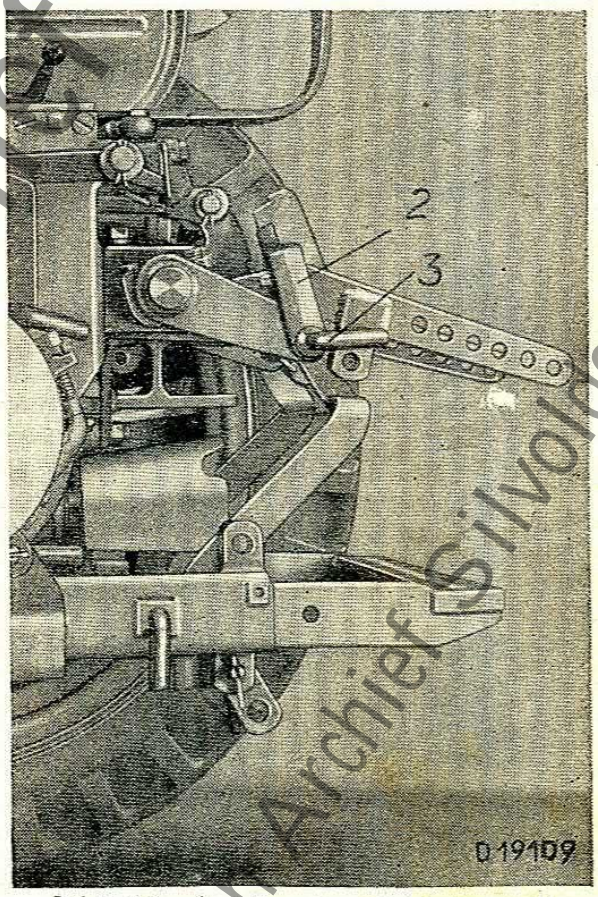

Bild 13. Anhängevorrichtung mit Hebelwelle verbunden, Schlepphebel mit Hebelwelle gekoppelt.
Für Geräte, die in die Erde hineingedrückt werden sollen (z. B. Hackgerät) werden die Schlepphebel durch je eine Sperrlasche 2 (Bild 13) auf beiden Seiten mit der Hebelwelle verriegelt, so daß sie sich nur gemeinsam mit dieser bewegen können. Die Laschen werden so eingesetzt, daß sie die Schlepphebel umgreifen, dann werden sie durch Steckbolzen 3 mit den Hebeln auf der Welle verbunden. Das jetzt unnötige Einklinken der Schlepphebel in die Auslösehebel wird durch die Nase auf den Laschen verhindert. Soll diese Verbindung wieder gelöst werden, so daß die Bewegung der Hebelwelle und Schlepphebel unabhängig voneinander erfolgt, so sind die Laschen nach unten hängend mit den Bolzen an der Hebelwelle zu befestigen.
6. Sperrlaschen D 623 d 107 links und D 623 d 108 rechts mit je einem Steckbolzen N 520 f 13 an die Schlepphebel hängen (siehe 2 und 3 Bild 13).
Handkraftheber in die Erde gedrückt werden, so sind die Schlepphebel durch die Sperrlaschen 2 (Bild 13) in der aus dem Bild ersichtlichen Weise mit den festen Hebeln der Hebelwelle zu verriegeln.
Die Sperrlaschen 2 (Bild 13) zum Verriegeln der Schlepphebel mit der Hebelwelle müssen dann neu angepaßt werden, indem die Sperrlaschen entsprechend gestreckt werden.